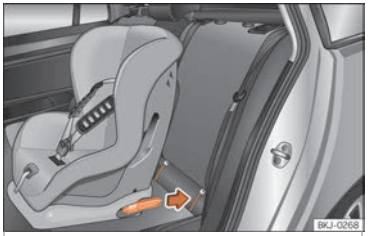

Fig. 25 Rear seats: fitting a child seat with the ISOFIX system.
- Press the child seat onto the "ISOFIX/iSize" retaining rings until the child seat is heard to engage securely ››› Fig. 25. If the child seat is equipped with Top Tether* anchor points, secure it to the correspondent ring ››› page 35. Observe the manufacturer's instructions.